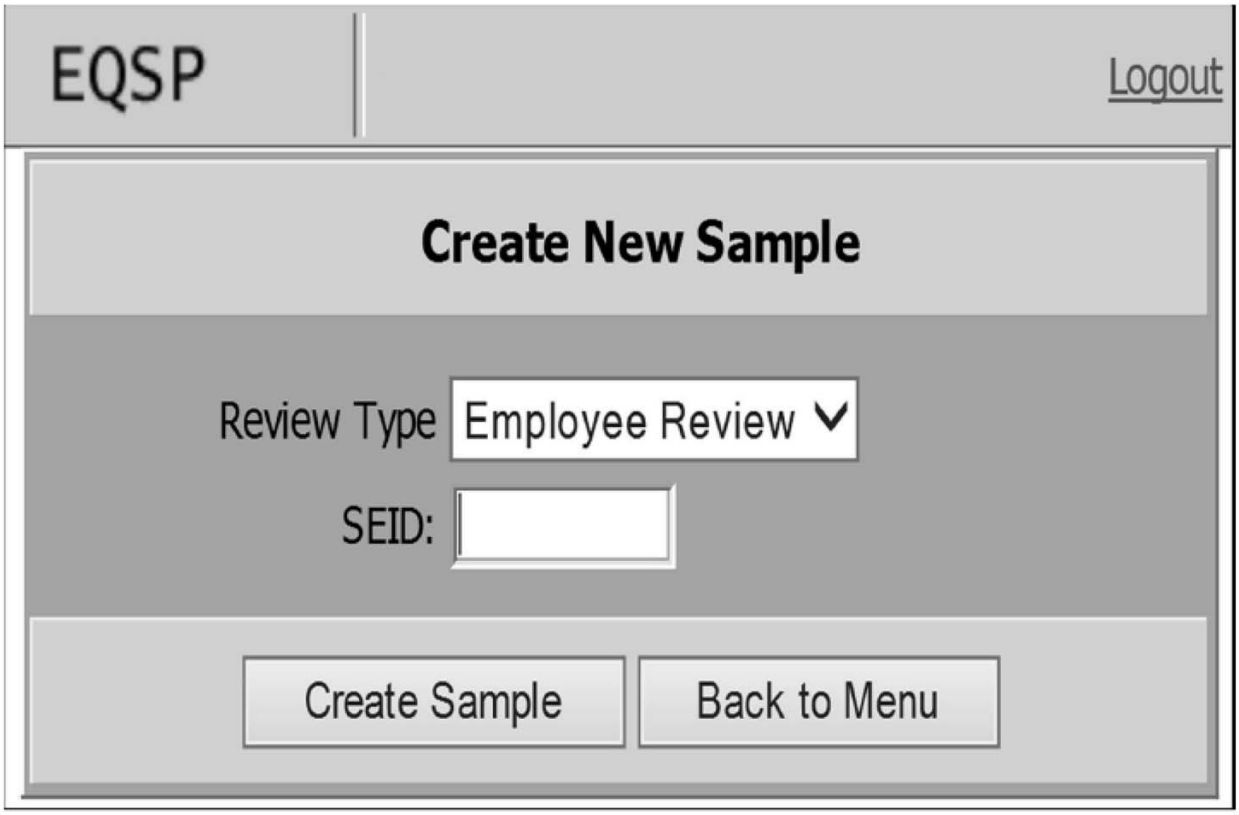

Figure 3.30.30-11 Reviewer's Main Menu - Create Sample Screen
(1) There are several menu options shown on the Reviewer's Main Menu - Create Sample Screen. See **Figure 3.30.30-11.**